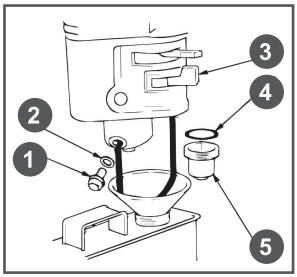

Рис. 22 Обслуживание фильтра-отстойника
1. Установите рычаг топливного крана 3 в положение «ЗАКРЫТО» (Рис. 22).
3. Открутите болт 1 сливного отверстия и слейте топливо из поплавковой камеры карбюратора (Рис. 22).
4. Открутите стакан отстойника 5, вылейте из него топливо в заранее подготовленную емкость (Рис. 22).
1. Слейте топливо из топливного бака и карбюратора (Рис. 22).